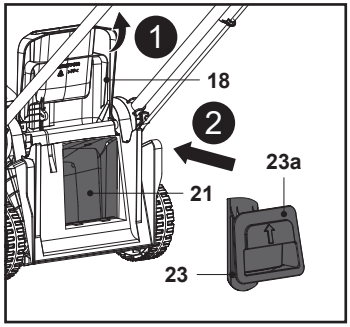

**Rys. 14**
7. Otworzyć osłonę deflektora (18), przytrzymać zagłębiony uchwyt (23a) i włożyć wkładkę mulczującą (23) do tylnej rury wylotowej (21), dociskając ją do końca (rys. 14).